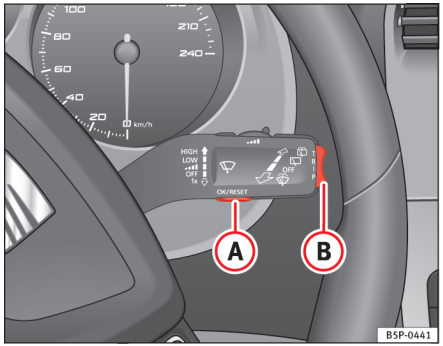
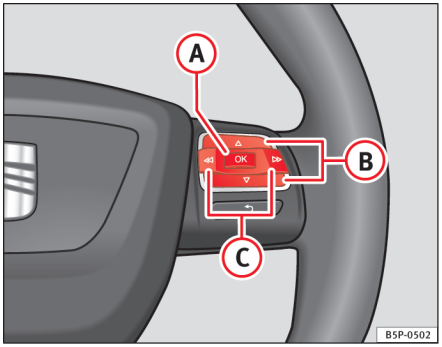

Fig. 42 Betjeningsarm til viskerne: knappen A til valg af menupunkterne og vippeknappen B til skift mellem menuerne
Fig. 43 Betjeningselementer på rattet: knappen A til valg af menupunkterne og knapperne B til skift mellem menuerne
– Tryk på knappen (A) på betjeningsarmen til viskerne. Menuen **Einstellungen** (indstillinger) kaldes frem.
– Tryk på knappen (C) ⇒ side 62, fig. 43 for at åbne menuen Einstellungen (indstillinger), indtil menuen vises i displayet. Derefter er menuen åbnet.
– Vælg optionen **Winterreifen** (vinterdæk) med vippeknappen (B).
– Tryk på knappen (A). Menuen **Winterreifen (vinterdæk)** kaldes frem.
– Marker menupunktet **+10 km/h** eller **-10 km/h** med knappen (B), og tryk på knappen (B) for at øge eller reducere den hastighed, der er vist øverst i displayet.
– Vælg menupunktet **EIN/AUS** (til/fra) med knappen (B) for at aktivere eller deaktivere hastighedsadvarslen. Når hastighedsadvarslen er deaktiveret, vises der tre streger i displayet **---**.
– For at skifte mellem hukommelserne skal du, mens tændingen er tilsluttet, trykke et kort øjeblik på knappen A ⇒ side 62, fig. 42 ⇒ side 62 på betjeningsarmen til viskerne eller på knappen OK på multifunktionsrattet ⇒ side 62, fig. 43 ⇒ side 62.
I kørecomputeren kan du vælge mellem følgende visninger ved at trykke på vippeknappen (B) ⇒ side 62, fig. 42 ⇒ side 62 på betjeningsarmen til viskerne eller ved at trykke på knappen △ eller knappen ▽ ⇒ side 62, fig. 43 på multifunktionsrattet*.